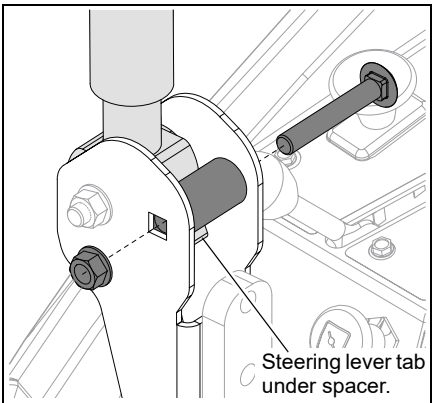

Figure 9
16. Rotate steering levers into their operating positions and reinstall eccentric spacers with their original hardware. See Figure 9.